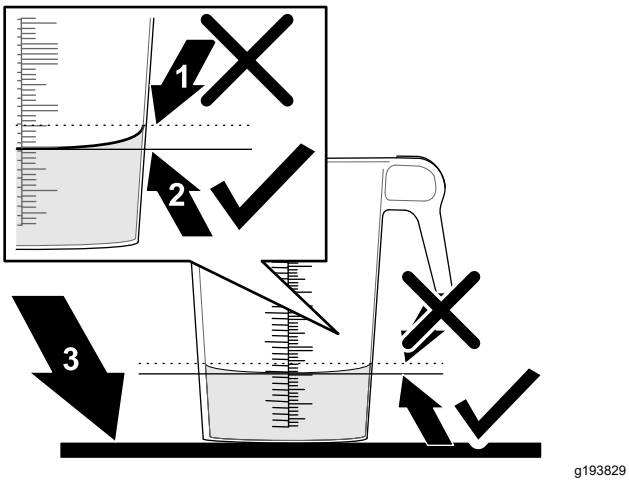

Figura 45
6. Coloque o recipiente graduado numa superfície nivelada e anote o volume do fluido (Figura 45).